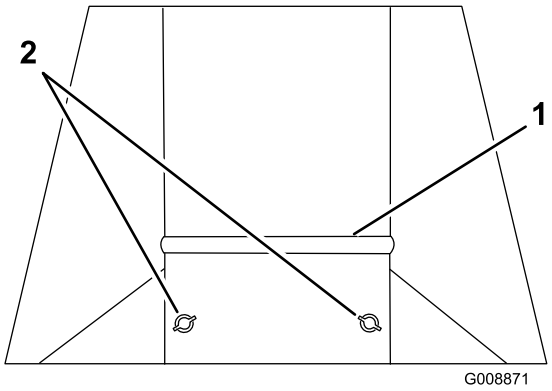

Figur 9
2. Løsne de to mutrene på klippeforholdsplaten og skyv platen opp hvis du klipper kort, tørt gress eller ned hvis du klipper langt, vått gress (Figur 9).